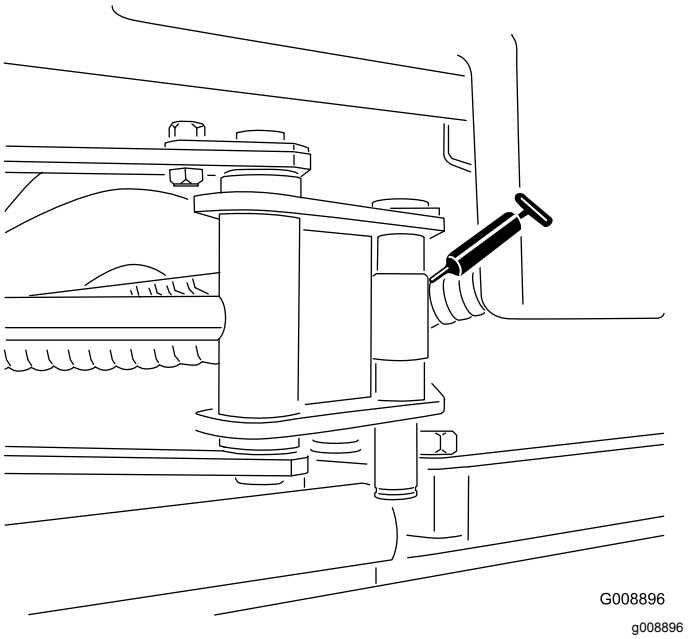

Figur 36
- 2 cylinderändar till sidspole (Figur 36)